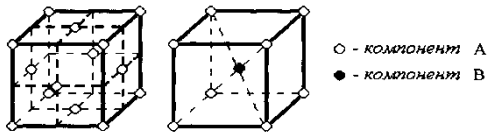

Рис. 3 Рис. 4
19. Сколько атомов принадлежит представленной на рис. 3 элементарной ячейке?